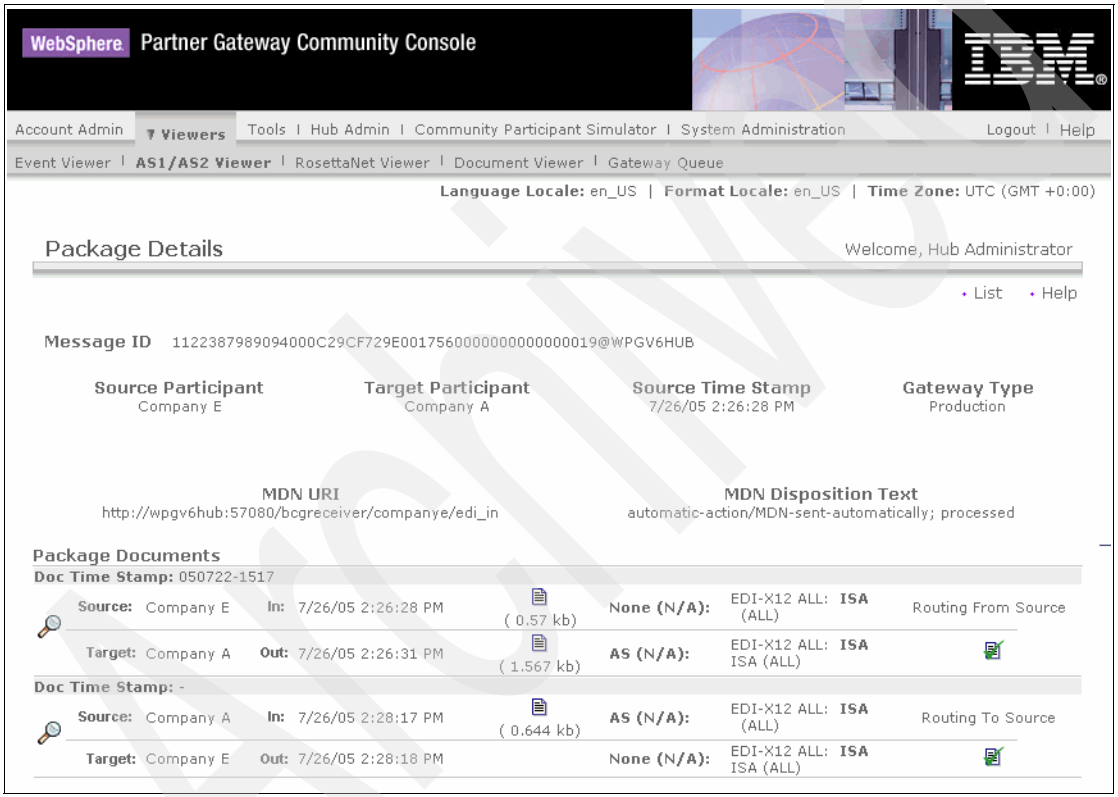

Figure 8-38 Details of an AS2 communication with encryption
3. When we see the list of AS1/AS2 sessions matching the search criteria, click the icon to view the details of the selected AS2 exchange (Figure 8-38).
Assuming that the same EDI file is used, we see that the file size quoted in Figure 8-38 is higher than the file size quoted in Figure 7-52 on page 200. This is already an indication that something different has happened.